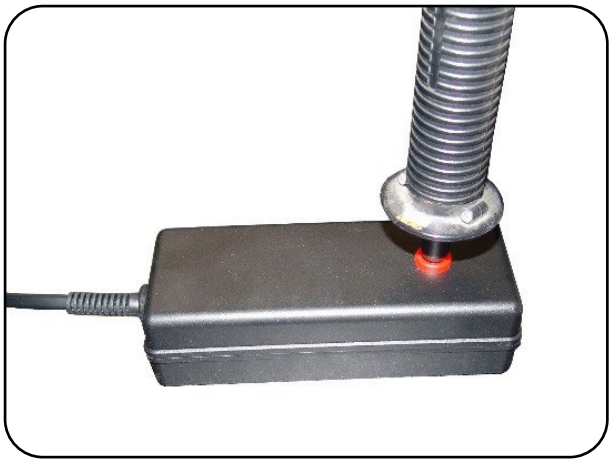

Abb. 19.02 – Adapter mit eingesteckter Prüfspitze
- Stecken Sie die Prüfspitze Ihres Prüfgerätes in die Buchse für die Prüfspitze des Adapters ein (Abb. 19.02).